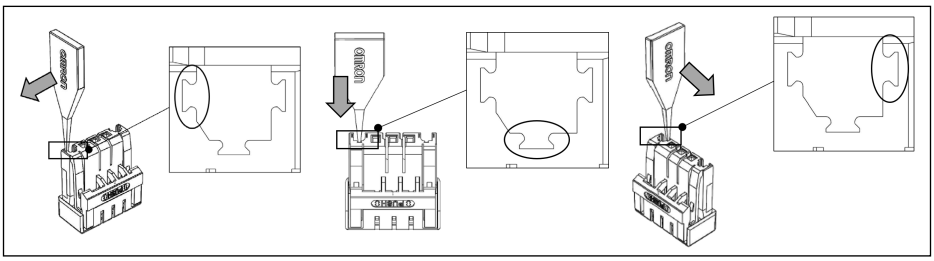

fig.2
(2) Align the OMRON logo on the coding key with insertion hole as fig.2 and insert the coding key straight into insertion hole of the connector until the end.